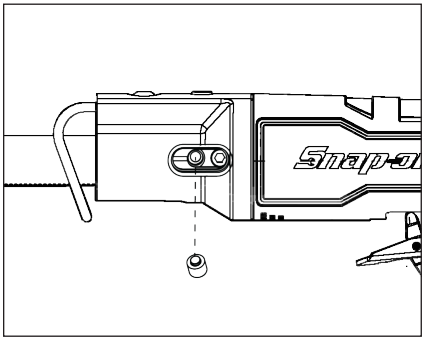

Figure 4 : alignement des vis de fixation du modèle PTRS1000
Votre outil est équipé d'un système de gâchette de sécurité. Cette sécurité est destinée à éviter toute mise en marche accidentelle. Pour utiliser l'outil, tournez d'abord la sécurité vers l'avant, puis appuyez sur la gâchette pour atteindre la vitesse souhaitée. (Figure 4)
6. Serrez la vis de fixation la plus proche sur 15-20 lb-po. Si vous utilisez le PTRS1000 avec une lame de 15,24 cm, cette vis de fixation doit s'aligner sur les orifices de la lame de la scie. (fig 4)